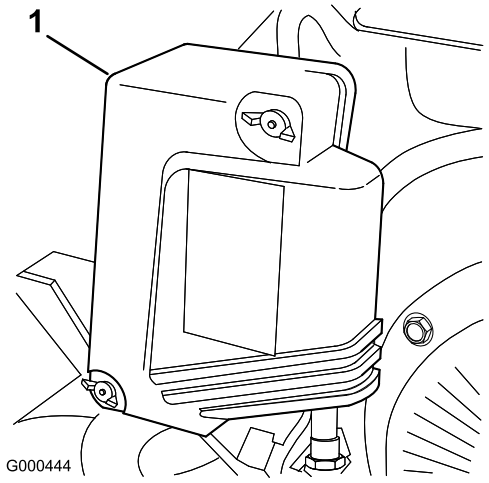

Figur 21
2. Afmonter vingemøtrikkerne på luftfilterdækslet, og fjern dækslet (Figur 21).